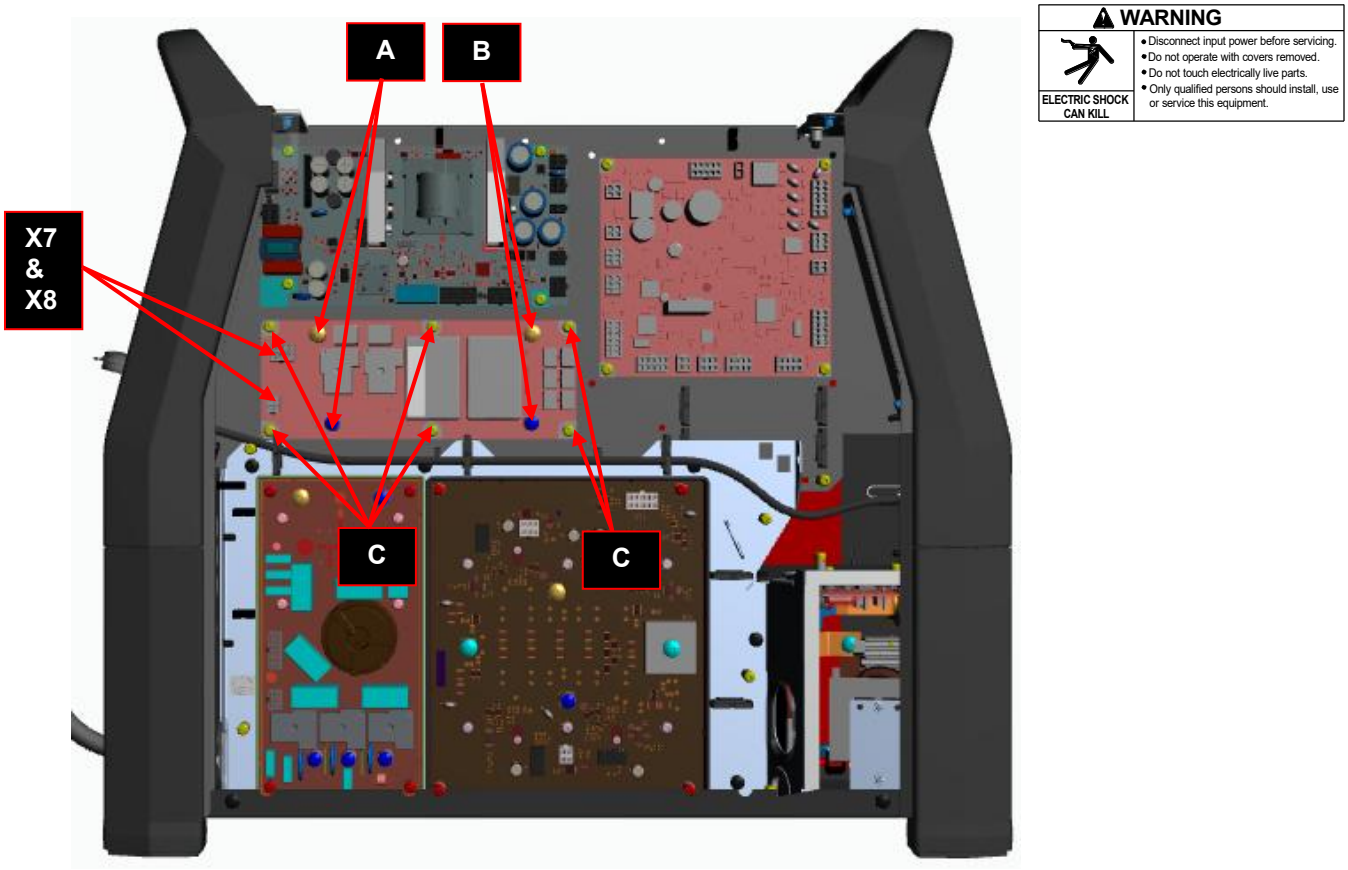

Figure 11
3. Locate the DC Link Capacitor Board. See **Figure 11**
6. Disconnect connectors X7 and X8 from the DC Link Capacitor Board. See **Figure 11**